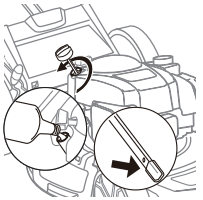

Fig.4
2. Quita la varilla de aceite de la boca de llenado de aceite. (Fig.4)